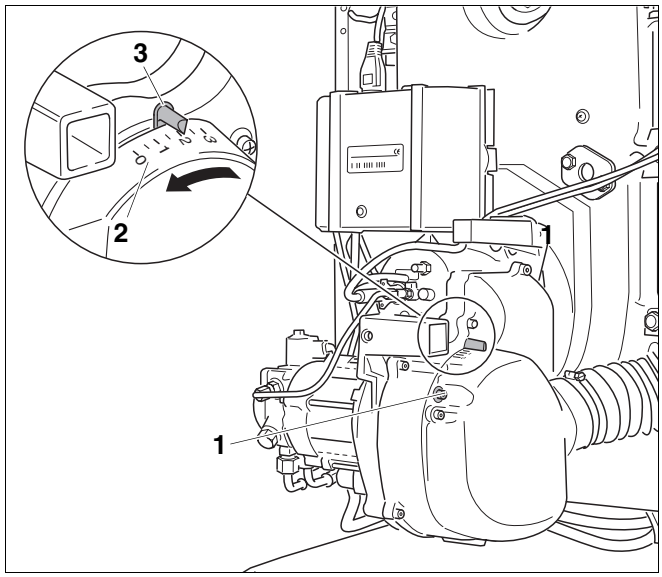

Rys. 25 Nastawienie przysłony powietrza
- Poluzować śrubę ustalającą pozycję przysłony powietrza (ALF) (rys. 25, **poz. 1**).
Należy pamiętać przy tym, że wyższe ciśnienie dmuchawy osiąga się poprzez przesunięcie regulatora na mniejsze wartości na skali. Odpowiada to kierunkowi strzałki na rys. 25.